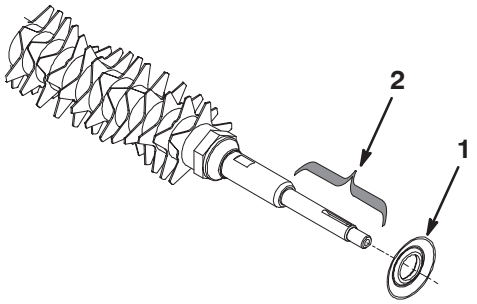

Figure 31
23. Insert a seal guard onto each end of the groomer shaft assembly (Fig. 31). Apply a film of grease onto the seal lip. The seal guards are to be positioned so they curve toward each end of the shaft.